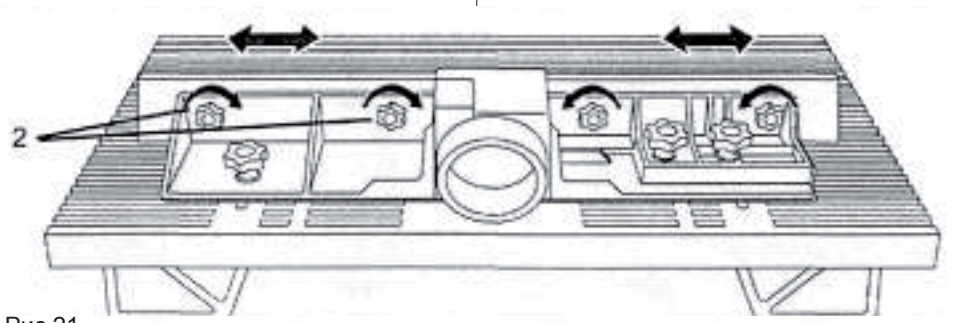

Рис.21
- Ослабьте стопорные гайки (1), которыми направляющая крепится к столу, и подвиньте направляющую к задней или передней части стола. Таким образом можно установить загрузочный стол, чтобы заготовка не соскальзывала при подаче.
- Ослабьте стопорные гайки (2) на панели направляющей, чтобы можно было подвинуть направляющую влево и вправо (рис. 21).